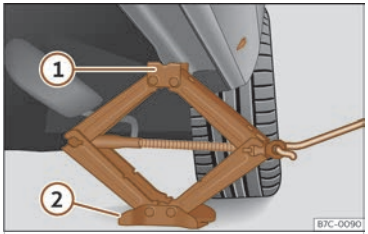

Abb. 218 Längsträger: Wagenheber ansetzen.
- Drehen Sie die Kurbel des unter dem Aufnahmepunkt des Längsträgers befindlichen Wagenhebers, bis sich die Nase (1) ››› **(Abb. 218)** unter der vorgesehenen Einführung befindet.
- Richten Sie den Wagenheber so aus, dass sein Aufnahmehorn (1) in die dafür vorgesehene Aufnahme am Längsträger „greift“ und die bewegliche Grundplatte (2) plan auf dem Boden aufliegt. Die Bodenplatte (2) muss sich dabei senkrecht unter dem Aufnahmepunkt (1) befinden.